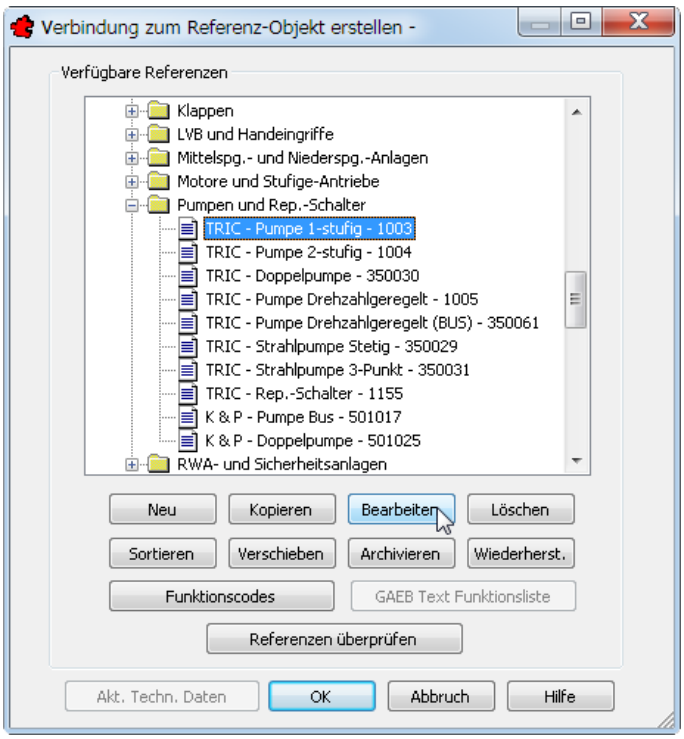

Bild 29.7 – Bearbeiten der Referenzangaben für einzelne Blöcke
- Das Dialogfeld *Verbindung zum Referenz-Objekt erstellen* erscheint. Die Pumpe ist bereits angewählt. Klicken Sie hier auf die Schaltfläche *Bearbeiten* (Abb. 29.7).